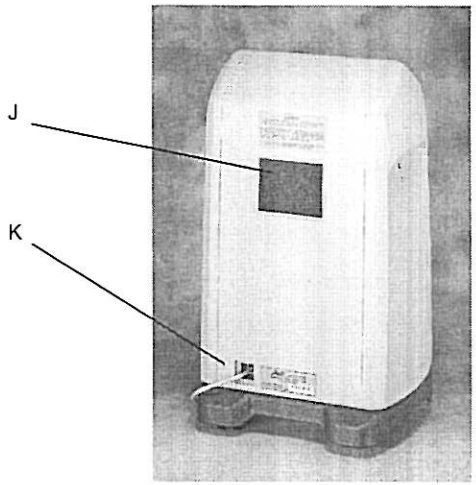

Figure 1b
5. Completely unwrap the power cord (Figure 1b).